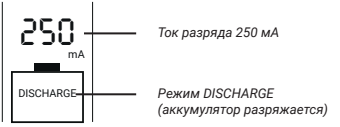

Рис. 5
5.3 На дисплее отобразится надпись DISCHARGE и ток разряда (см. Рис. 5).